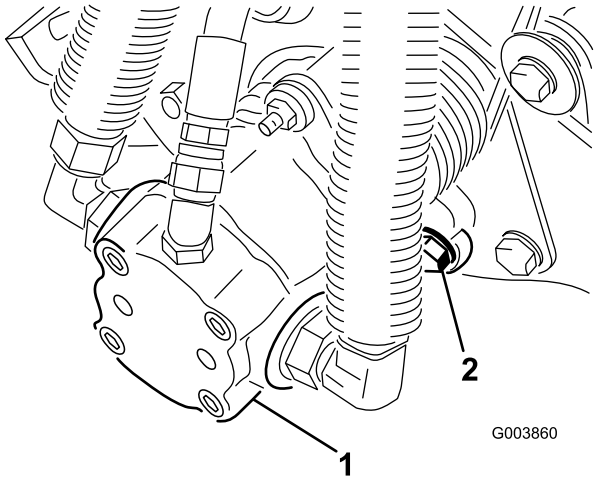

**Figuur 10**
7. Bevestig de montagemoeren voor de aandrijfmotor van de messenkooi aan elk maaidek (Figuur 10). Laat ongeveer 1,25 cm draad uitsteken uit elk montagetapeind.